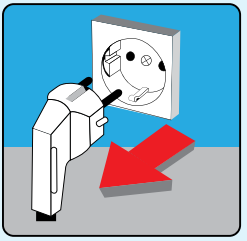

FIGURA 10
- Togliere il tappo dal potere del loro prodotto. (Figura 10)